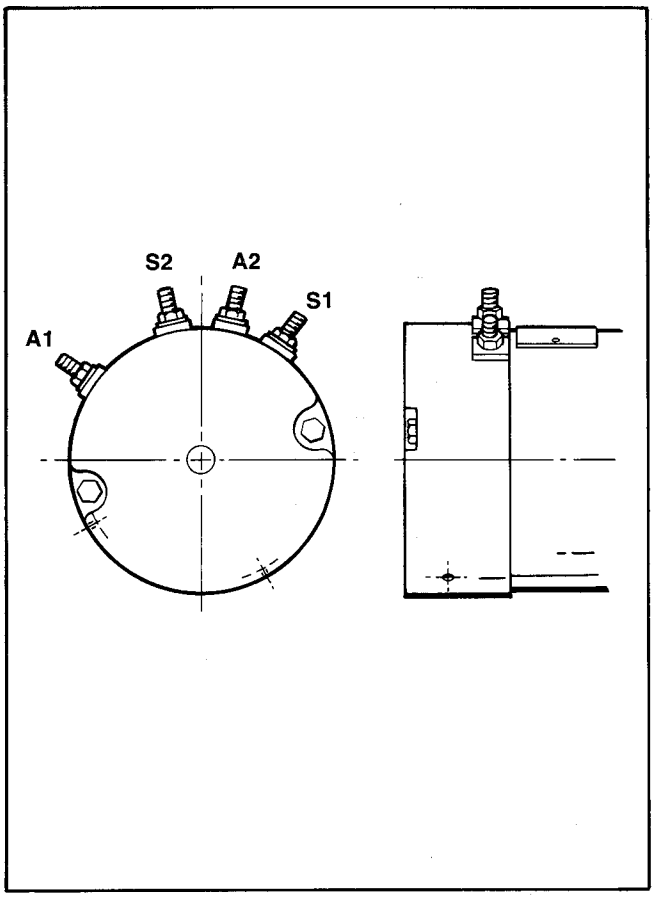

Figure 109 – Motor Terminal Identification
b. Slide armature (4) with ball bearing into end frame, and install bearing palte retaining screws (9).
e. Lay motor on side and install commutator end mounting screws (7) and tighten to 90-110 in.-lbs.
f. Reinstall motor to drive end cover (21), position aligning marks, and tap lightly with soft hammer to seat frame (3) on to cover. Replace mounting screws (22) and tighten to 90-110 in.-lbs.
g. Reconnect cables A1, A2, S1, and S2 to motor and then reconnect battery positive and negative cables, Figure 109.